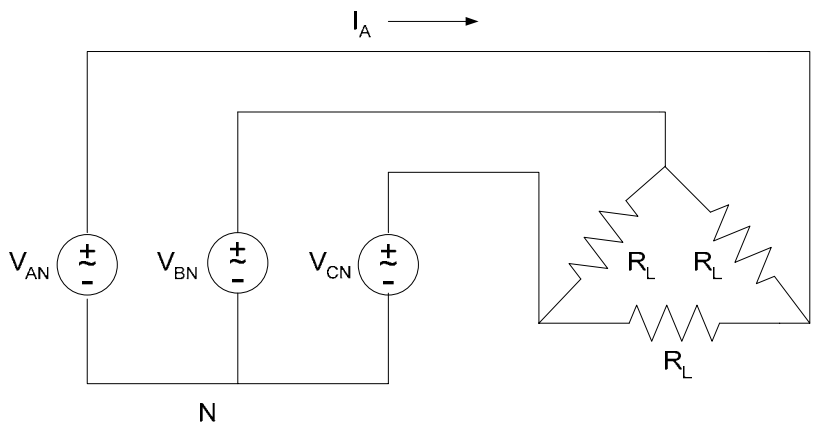

Figure 4: Delta-Connected Load
1. Consider the delta-connected load illustrated in Figure 4. Determine the value of R_L that will result in the same line current magnitude $\left|\tilde{I}_A\right|$ as in Steps 2 and 3 (assume the same source voltage settings).